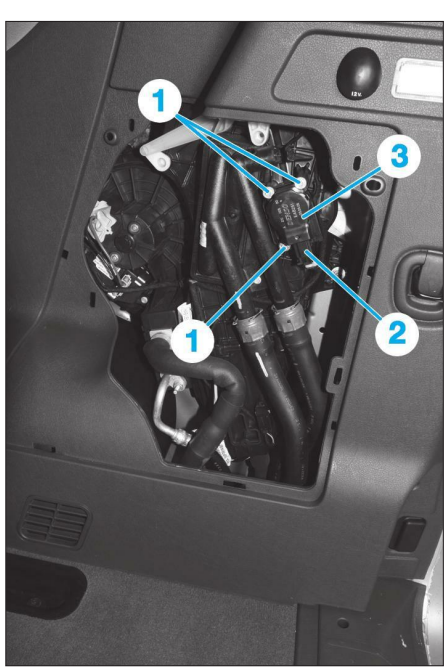

**Fig. 42**
- les vis (1) **(Fig.42)**.
• Déconnecter le connecteur (2).
• Déposer le motoréducteur de volet de distribution/mixage (3).